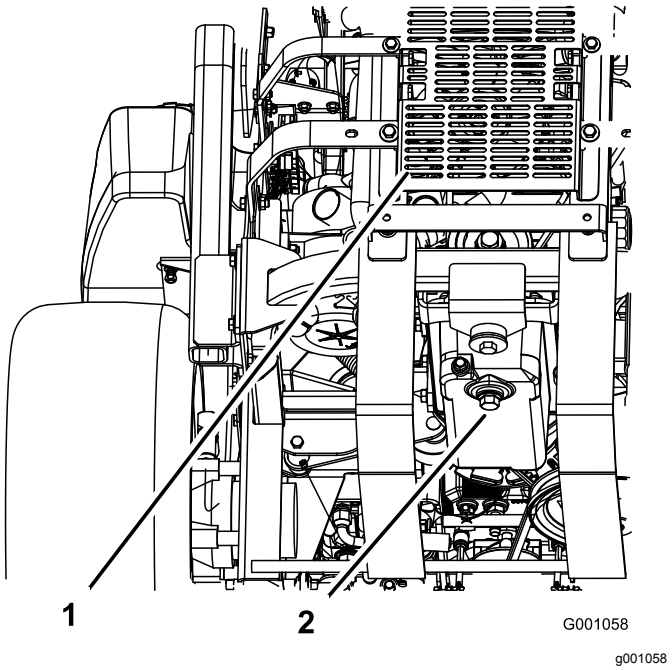

Figur 66
5. Sett et fat under der du tapper olje. Ta ut tappepluggene for å la oljen renne ned i et tappefat (Figur 66).